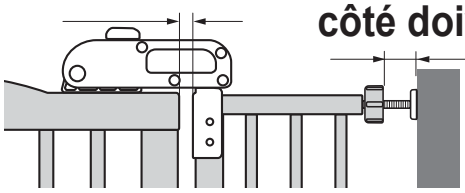

Figure 5
❸ **Serrez les boutons de réglage du bas pour procurer une force de tension suffisante. Puis installez le produit contre le mur verticalement comme c'est montré en Figure 5.**